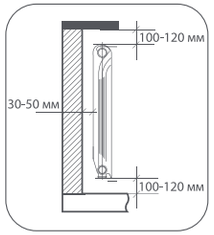

рис. 1
1. Для эффективной р боты р ди тор необходимо соблюд ть монт жные р сстояния, ук з нные н рис. 1